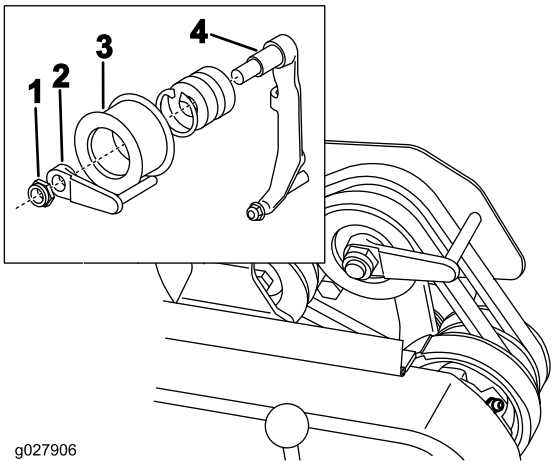

Figur 41
8. Justera remstyrningen så att det går lättare att skjuta eller dra maskinen utan att starta motorn (Figur 41, infällning) på följande sätt: